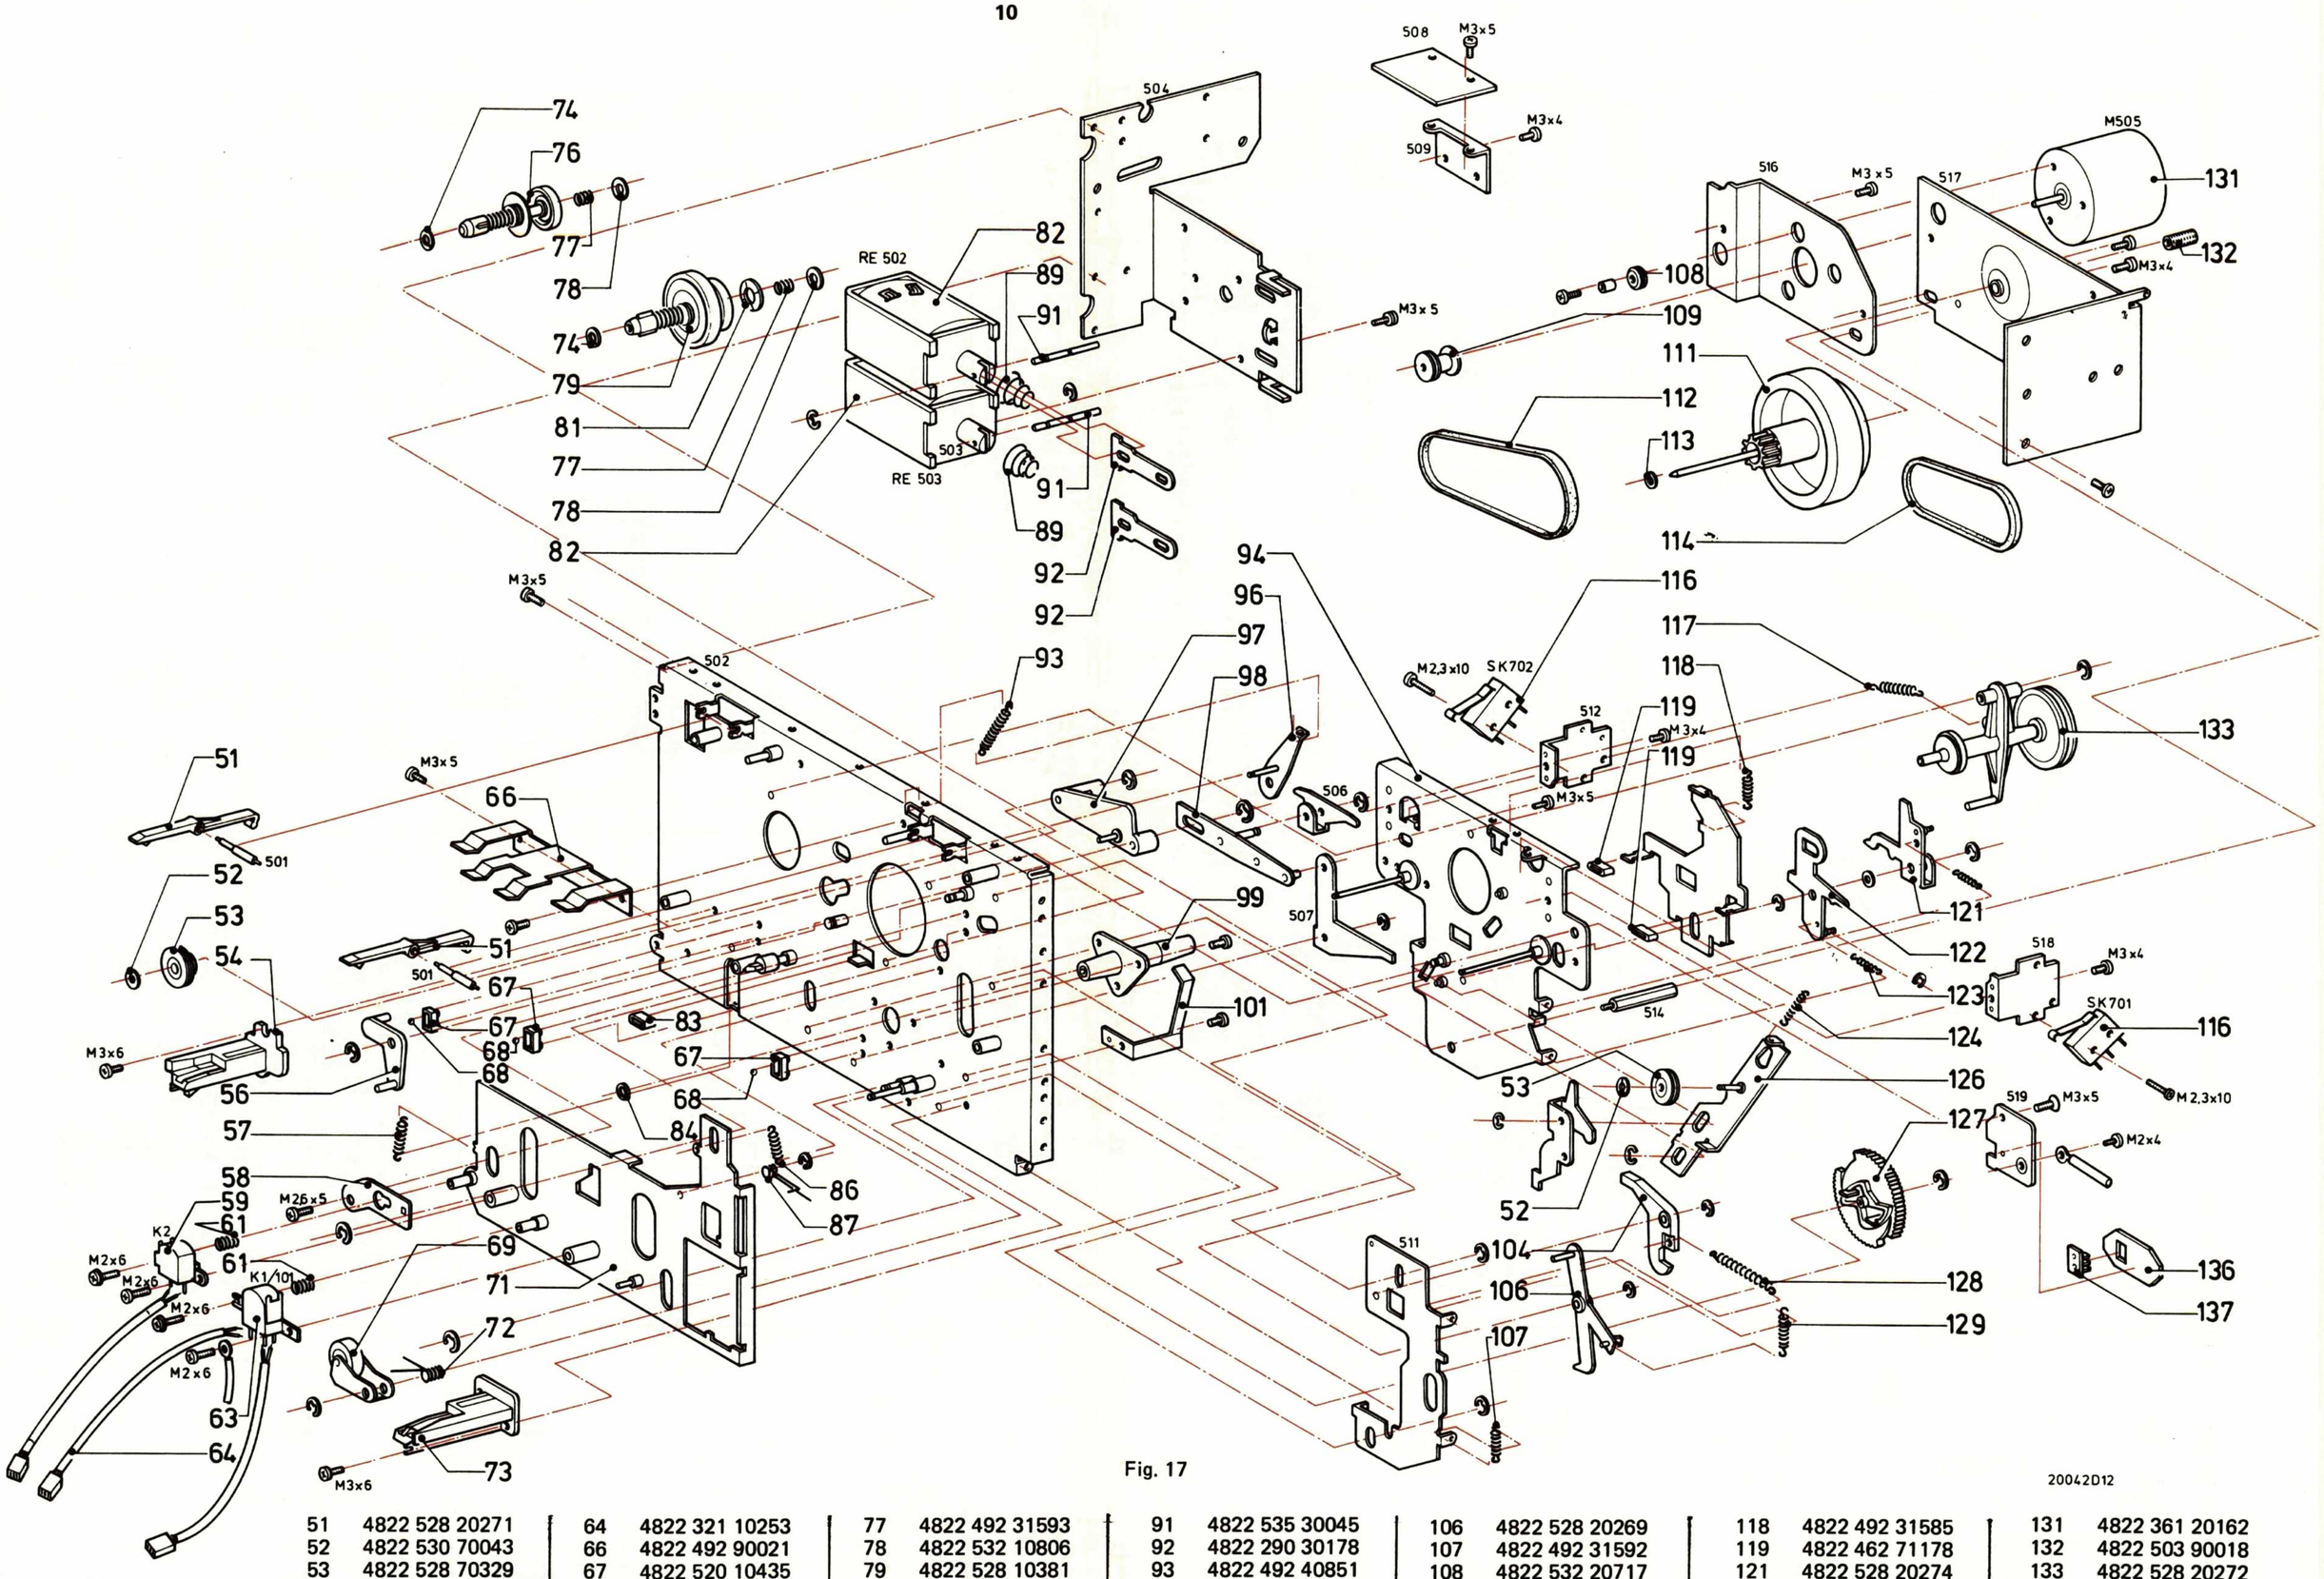

Fig. 17
14. Vervangen rechter meenemer pos. 79 en linker mee-nemer pos. 76 (Fig. 17)